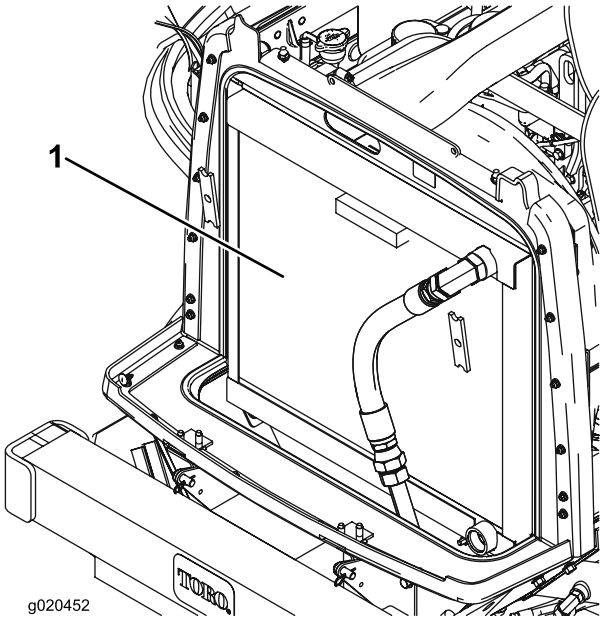

Рисунок 65
2. Тщательно очистите сжатым воздухом обе стороны области радиатора/маслоохладителя (Рисунок 65). Начните спереди и сдувайте мусор к задней стороне машины. Затем произведите очистку сзади в направлении передней стороны. Повторите процедуру несколько раз до полного удаления сечки и мусора.